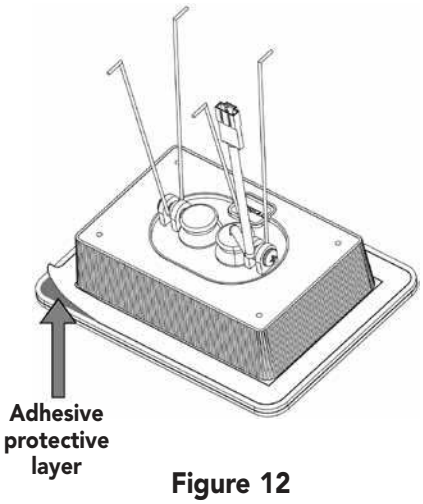

Figure 12
3. Peel off and discard the protective layer from the fixture's double-stick adhesive **(Figure 12)**.